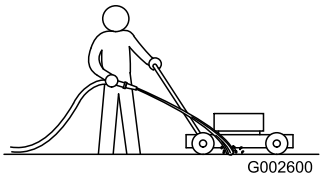

Figuur 25
1. Plaats de machine op een vlak, verhard oppervlak, laat de motor lopen en spuit een straal water voor het **rechter** achterwiel (Figuur 25).